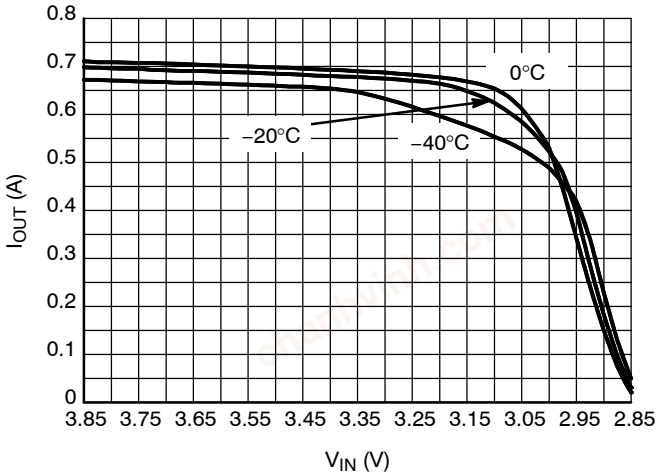

Figure 18. Output Current Capability for the 2.85 V Version
26. For output current capability for T_A < 0°C, please refer to Figures 18 to 22.